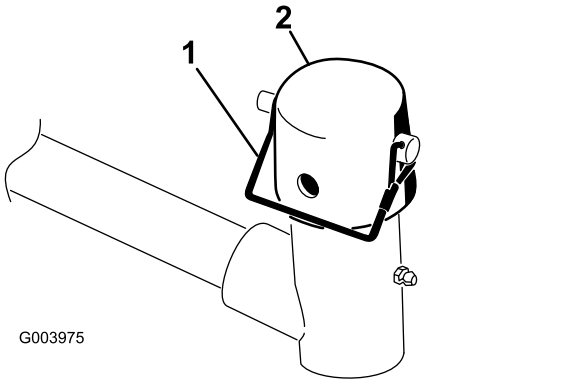

Figur 10
7. Fjern ringstiften fra løftearmens drejegaffel. Fjern derefter dækslet (Figur 10).
11. Fastgør hætte og bærerammens aksel på løftearmsgaflen med låsestiften (Figur 10).